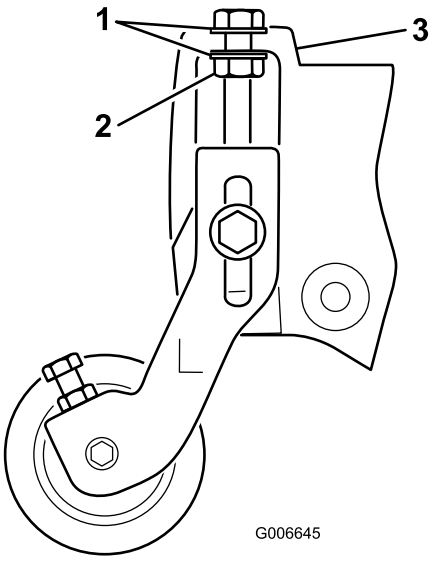

Bild 21
Hinweis: Die Scheiben an den Schnitthöhen-Einstellschrauben müssen sich an jeder Flanschseite an der Seitenplatte befinden (Bild 21).
17. Ziehen Sie die Sicherungsmutter an der Schnitthöhen-Einstellschraube fest, bis die Scheiben den Seitenplattenflansch berühren, lösen Sie die Mutter dann um eine halbe Umdrehung (Bild 21).